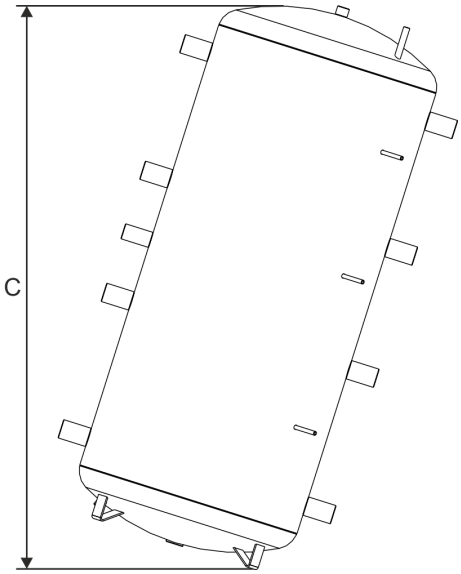

Abb. 4: Kippmaß
3. Berücksichtigen Sie bei der Auswahl des Aufstellraums das Kippmaß (Abb. 4/C) des Schichtenpufferspeichers.